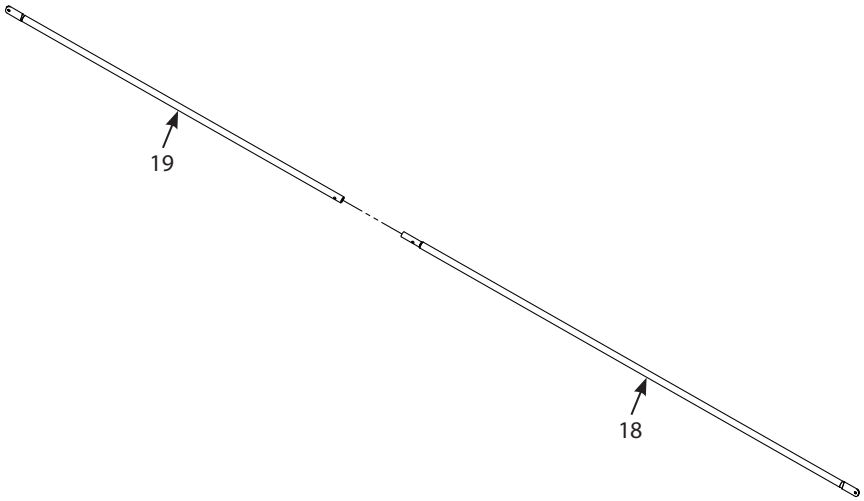

FIGURE 9
9. Start assembly of the cross braces by inserting a male cross brace (18) into each female cross brace (19). **SEE FIGURE 9.**